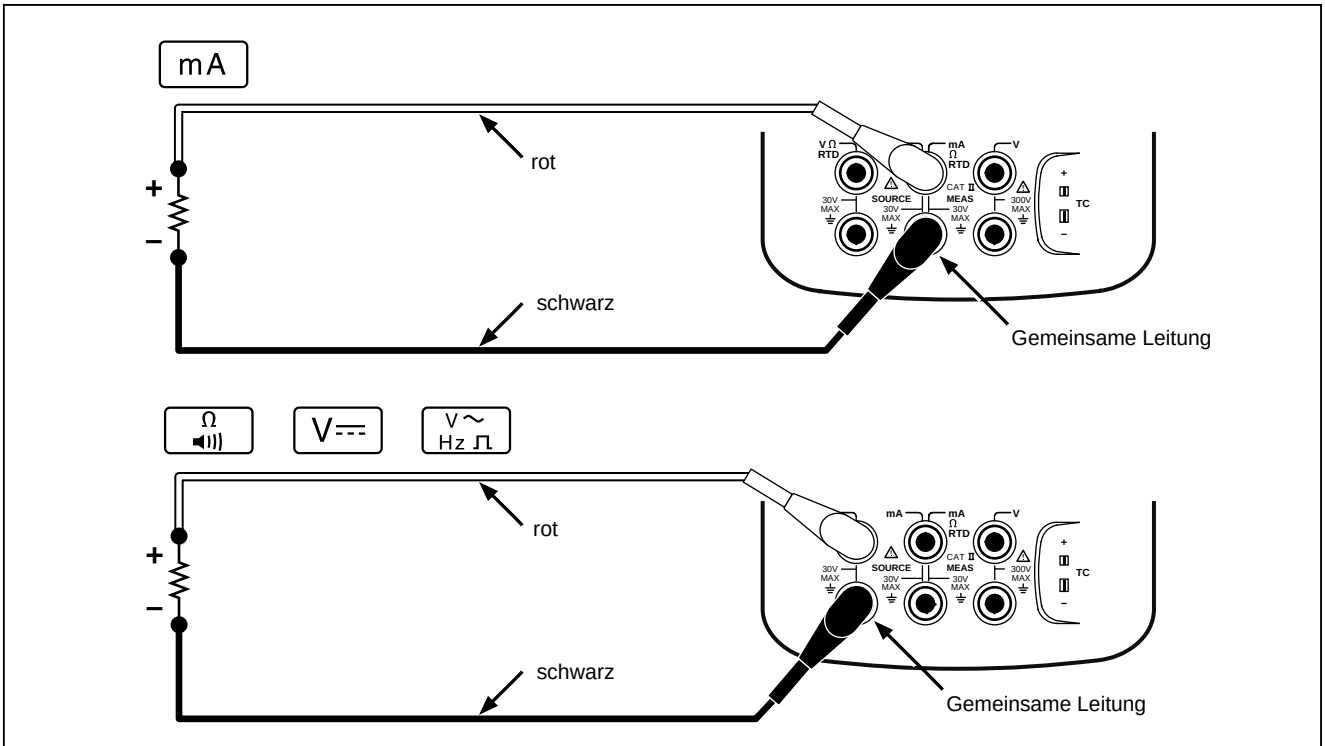

Abbildung 16. Anschlüsse beim Quellen elektrischer Kenngrößen
1. Anschließen der Meßleiter - abhängig von der Quellenfunktion - wie in Abbildung 16 dargestellt.
3. Den gewünschten Ausgabewert eingeben und dann [ENTER] drücken. Um beispielsweise 5,0 V Gleichspannung zu erzeugen, [V⎓] ⑤ . ⓪ und [ENTER] drücken.